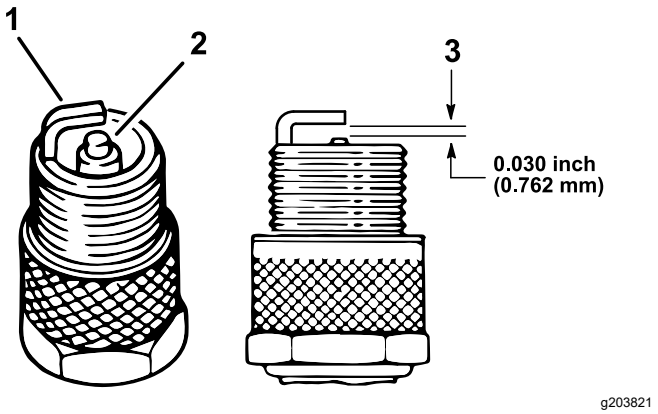

**Figuur 37**
4. Controleer de staat van de massa-elektrode, de centrale elektrode en de isolator van de centrale elektrode op beschadigingen (Figuur 37).
5. Zorg ervoor dat de elektrodenafstand tussen de centrale elektrode en de massa-elektrode 0,762 mm bedraagt; zie Figuur 37.